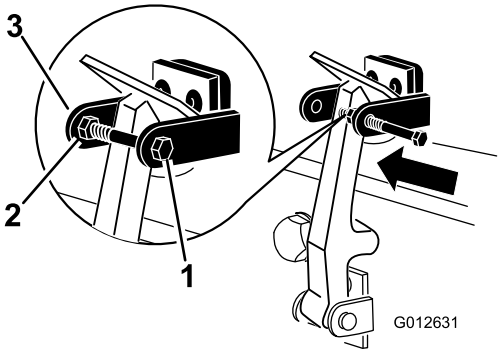

**Figur 10**
7. Skru bolten inn på den andre armen til panserlåsbraketten for å låse låsen i stilling (Figur 10). Stram til bolten, men ikke mutteren.